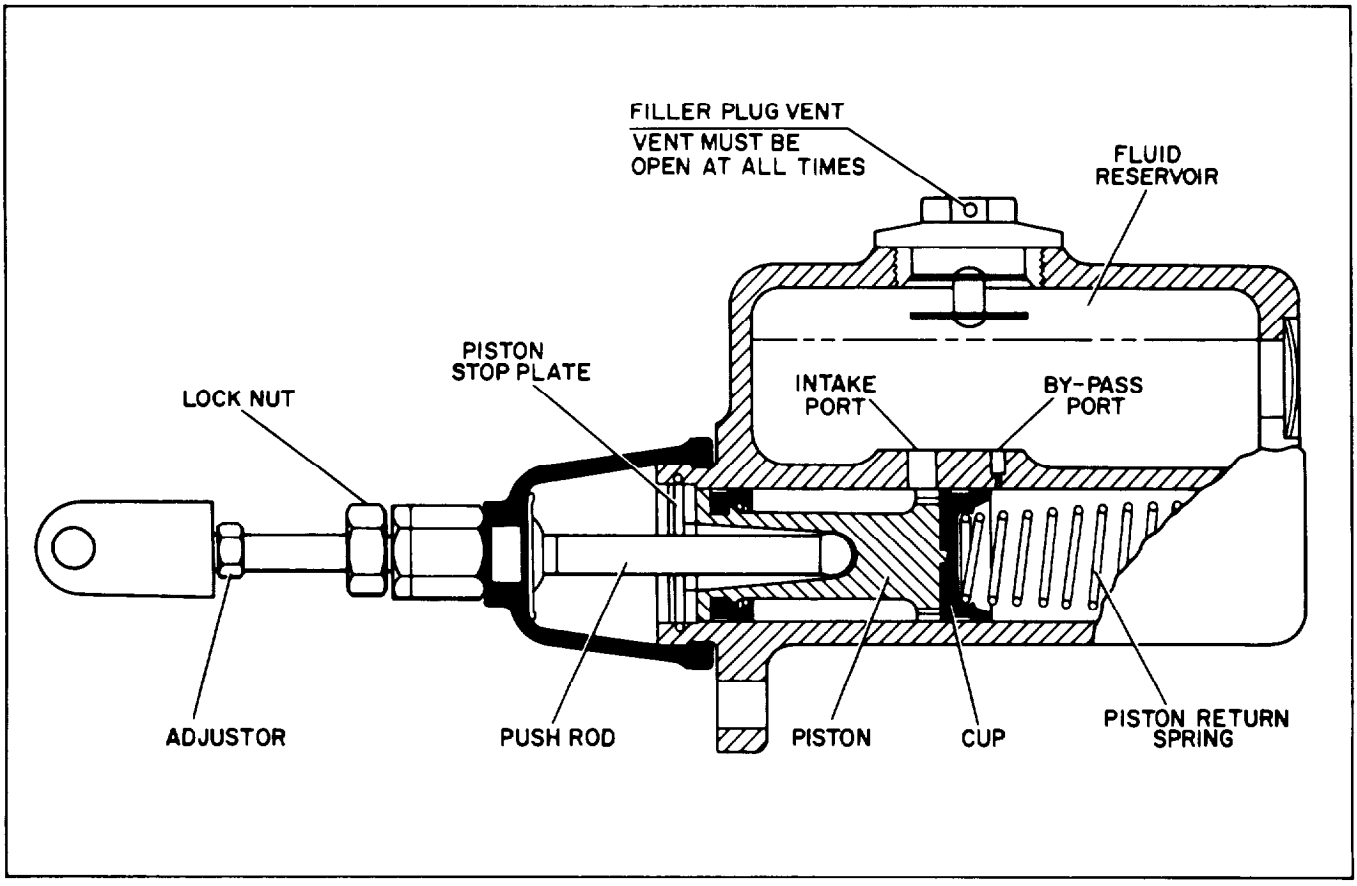

Figure 4-31. Master Cylinder Cross Section
b. Check the master cylinder filler cap vent hole. This vent must be open at all times, to allow proper fluid movement within the master cylinder. If necessary, use a fine wire or small drill to clear the vent of any obstruction. See Figure 4-31 for vent location.